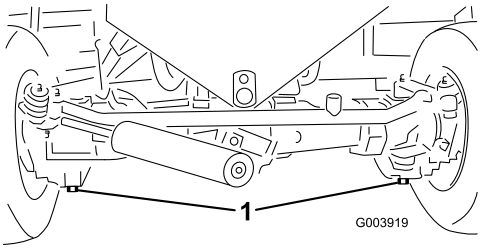

Figur 64
2. Rengjør området rundt tappepluggene (Figur 64).